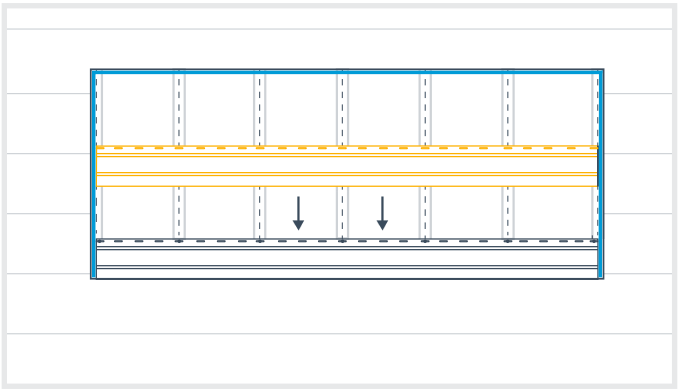

Fig. 27
1. Place a panel on top of the previously installed panel, aligning the ends of both panels (Fig. 27)